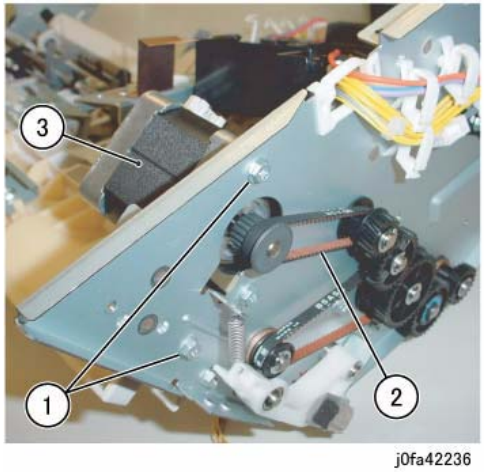

Figure 2 Removing the Transport Motor
8. Remove the Transport Motor (Figure 2):